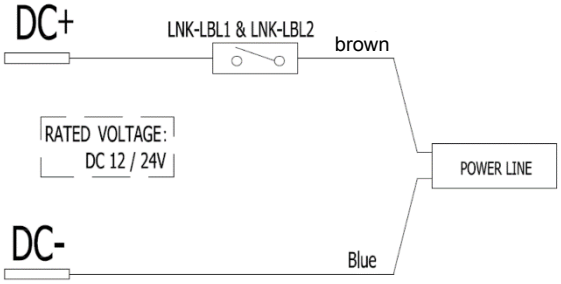

Figure 3-2
3.2.3 After drilling the installation holes, pass the input power cable through the cable hole and start wiring. The original input cable length is 3 meters by default, users should prepare extended cable of corresponding length according to actual needs. And connect the product to the power supply and control board of the boat as shown in Figure 3-2. During the wiring process, pay attention to strictly distinguish the positive and negative poles, and ensure that the joint position of the extension power cord is properly processed.